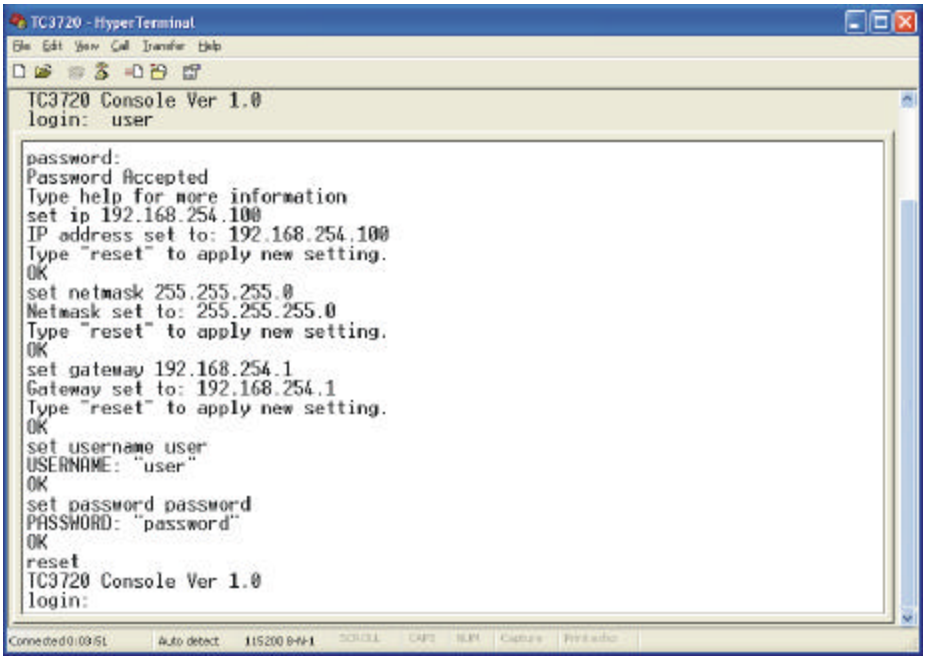

Figure 16. TC3720's Console Settings
9. At this point, you can continue to enter all the settings, as shown on figure 16 below.